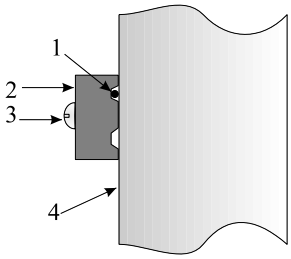

Рис. 10.12
10.2.2 ВП 1 натянуть с усилием ~10 кГ и закрепить (руководствуясь п. 10.1.9) последовательно в верхней части стойки 4 с помощью прижимов 2 и шурупов 3 в соответствии с рис. 10.12.